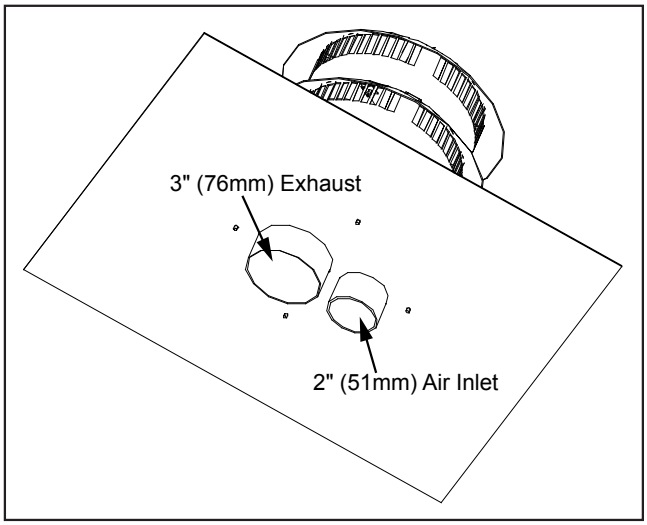

Figure 40: Vertical Vent Cap Underside.
6. Place a bead of high temperature silicone on the intake collar of the fireplace, slide the Ø2" (51mm) flex intake liner over the collar, secure the flex liner with three (3) sheet metal screws evenly spaced.
7. At the top of the chimney, apply a bead of Mill-Pac Black sealant to the Ø3" (76mm) pipe of the vent terminal (refer to Figure 40). Slide the flex liner onto the vent terminal and secure with three (3) sheet metal screws evenly spaced.
8. Place a bead of high temperature silicone on the intake collar of the vent terminal (refer to Figure 40). Slide the Ø2" (51mm) flex intake liner over the collar, secure the flex liner with three (3) sheet metal screws evenly spaced.